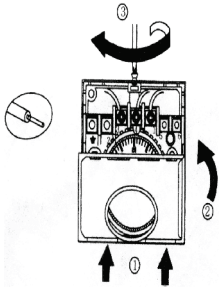

Рис. 3
4. Верните на место и закрепите лицевую панель термостата (рис. 3).